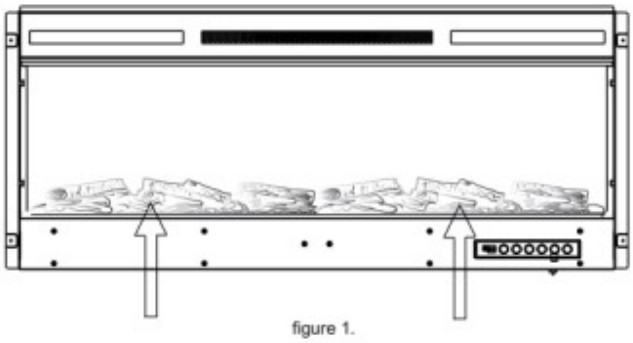

figure 1.
B. If your fireplace comes with logset, remove the logset from the package, put it to the fireplace designed place. Figure 1.